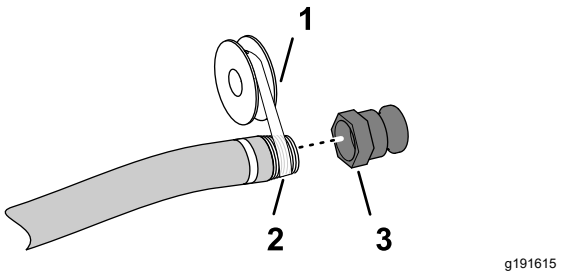

Рисунок 4
5. Наложите тефлоновый уплотнитель для резьбы (Рисунок 4) на резьбу штуцера заливного шланга (1 дюйм — американская национальная трубная резьба).
6. Заверните быстроразъемный соединитель в заливной шланг и затяните его от руки (Рисунок 4).